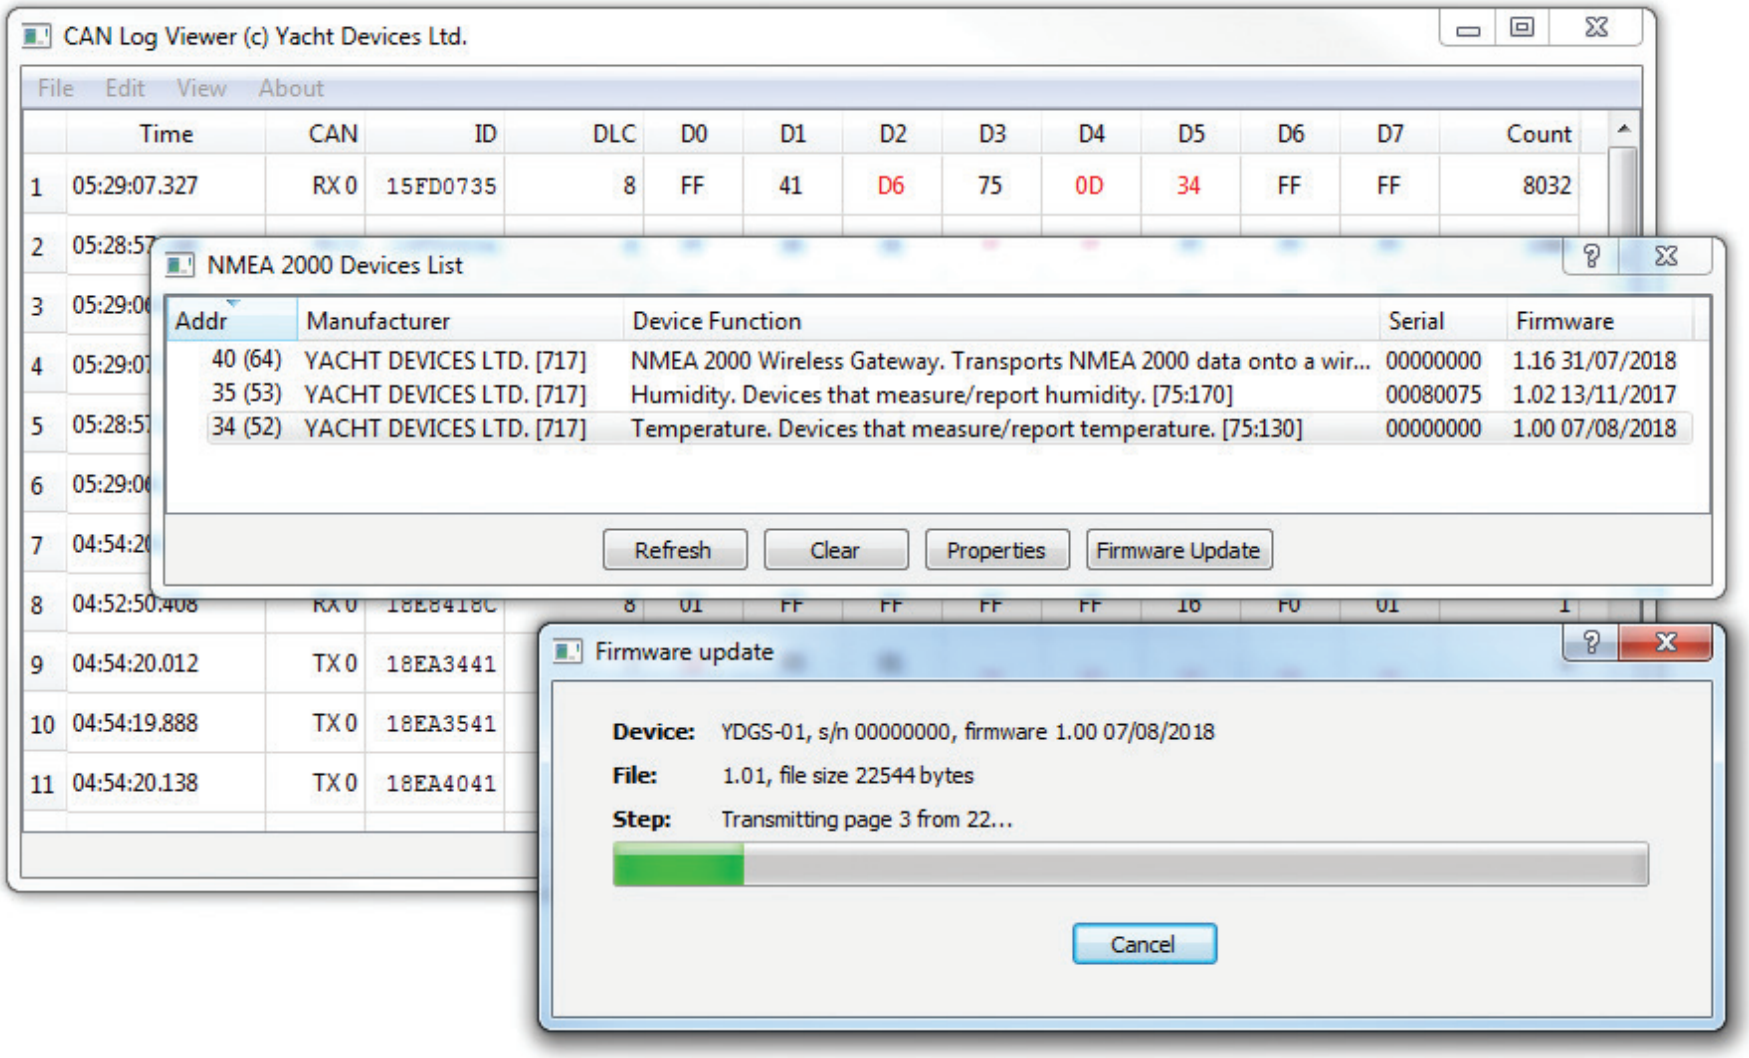

*Figure 1. Firmware update of Exhaust Gas Sensor*
2. Click the «Refresh» button (see Figure 1 at the next page) in the opened window and wait for the Device to appear in the list.